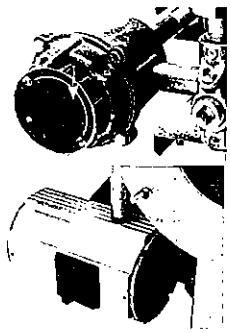

FIGURE 8
2. Heater may be supplied with a factory installed built-in room thermostat (see Figure 8). On heaters not supplied with this option, it is recommended that a remote room thermostat be used. Connect the remote room thermostat conductors to the printed circuit board terminal block marked "TSTAT".